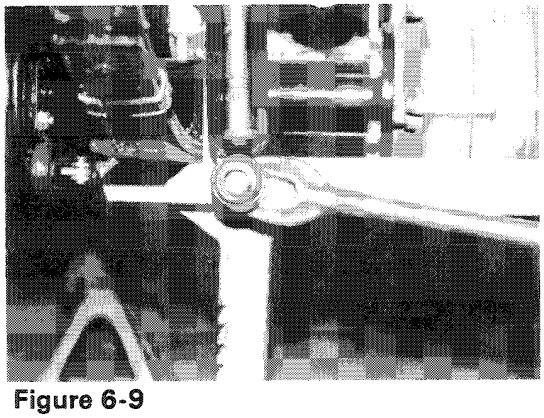

Figure 6-9
4. Remove shock absorbers from lower mounts **(Figure 6-9)**.